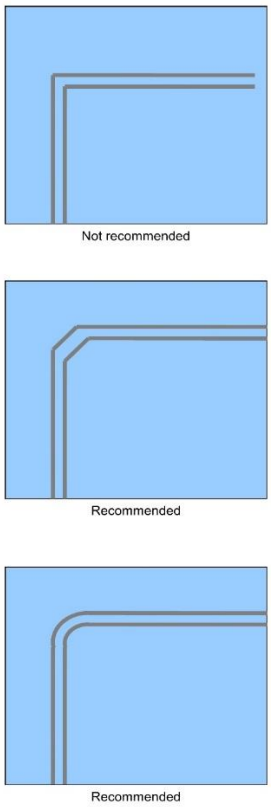

Figure 17 USB signal bends
- On the USB/LVDS signal lines, use as few bends as possible. Do not use a 90-degree bend. Use 45-degree or rounded (curved) bends if necessary. See Figure 17